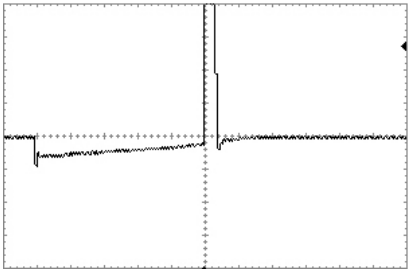

Abb.9
- **Dmp Sc1** (schwache Dämpfung) (siehe Abb.9);